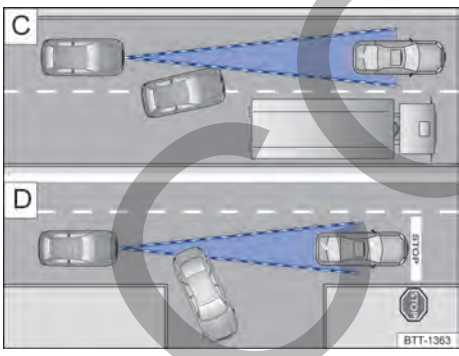

Fig. 100 C Cambio de carril. D Vehículo girando o parado.
Por ejemplo, si un vehículo detectado por el ACC gira o cambia de carril, y si hay un vehículo parado frente a este vehículo, el ACC no reaccionará al vehículo parado → fig. 100 D.
– Vehículos que cambian al carril donde usted está a poca distancia del vehículo → fig. 100 C.